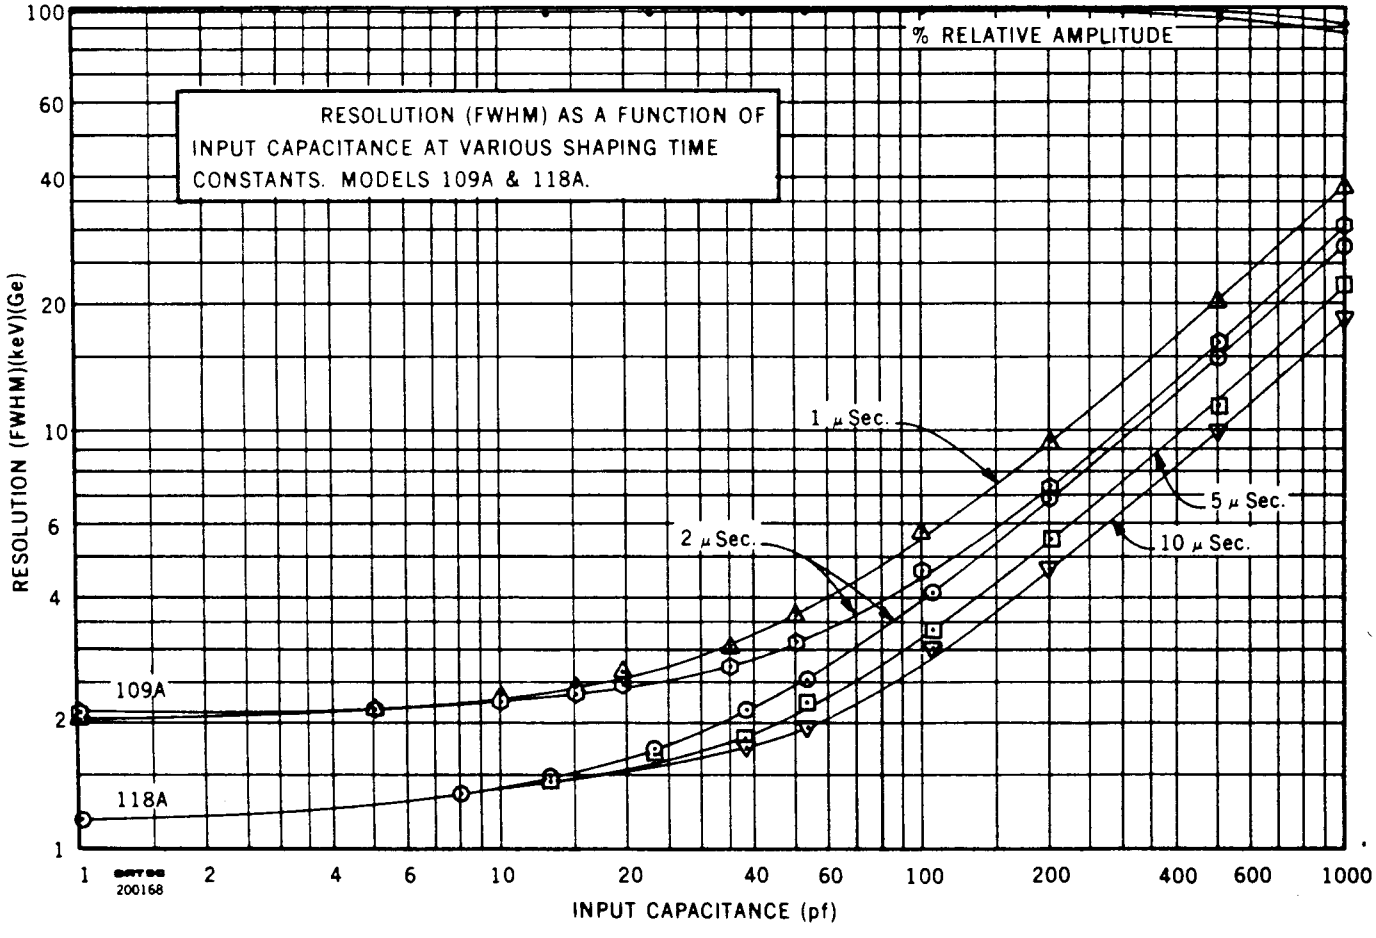

Fig. 4.2. Resolution Spread vs External Input Capacity.
3. The full width at half maximum (FWHM) resolution spread due to the amplifier noise is then $N(FWHM) = 2.66\ E_{rms}\ E_{dial}/E_O$, where E_{dial} is the pulser dial reading in MeV, and the factor 2.66 is the correction factor for rms to FWHM (2.35) and noise to rms meter correction (1.13) for average indicating voltmeters such as the Hewlett-Packard 400D. The resolution spread will depend upon the total input capacity, since the capacitance degrades the signal-to-noise ratio much faster than the noise. A typical resolution spread versus external input capacitance is shown in Fig. 4.2.